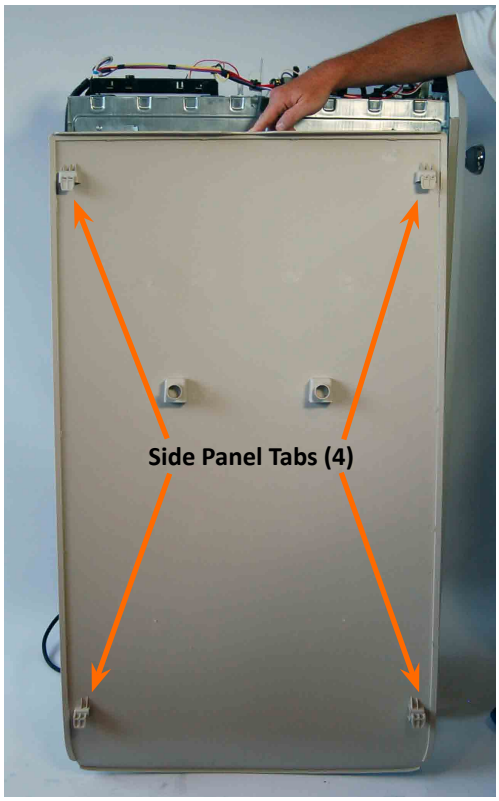

Figure 2
3. Side panels are held in place with tabs (see Figure 2). To remove side panel, grasp top of panel on each side and lift up (see Figure 1). Set aside for reassembly.